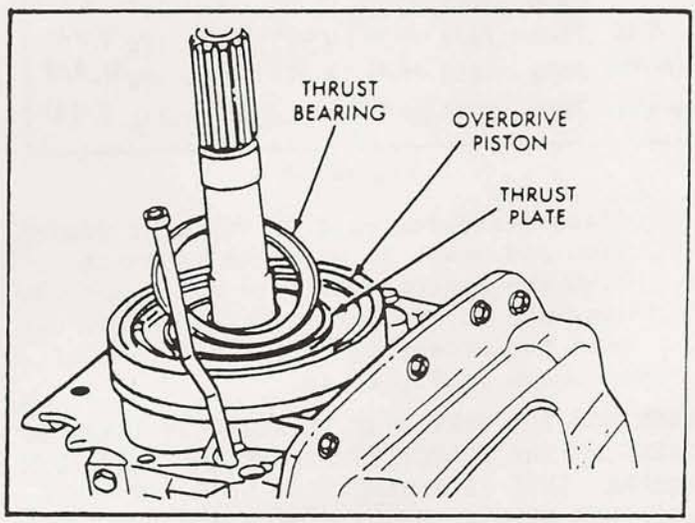

Figure 43
63. Rotate the transmission and stand it up on the bell housing, as shown in Figure 43, in preparation to install the overdrive section.
64. Install thrust bearing on top of the selective thrust plate with the black side facing the piston, and retain with a liberal amount of Trans-Jel, as shown in Figure 43.